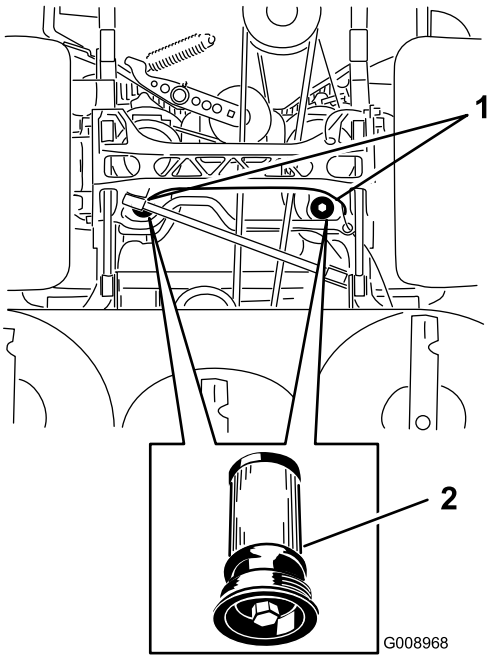

Figuur 86
5. Plaats een opvangbak onder het filter, verwijder het oude filter en veeg het oppervlak schoon (Figuur 86).
6. Breng een dun laagje hydraulische vloeistof aan op de rubberen pakking van het vervangende filter (Figuur 86).